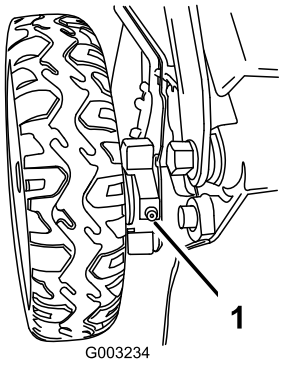

Figura 38
1. Con un cencio pulito tergete i raccordi d'ingrassaggio, situati appena all'interno delle ruote posteriori (Figura 38).